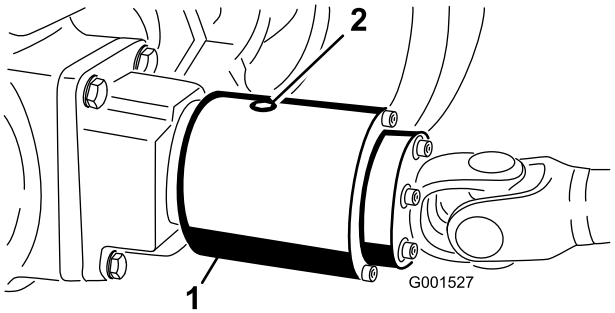

Figuur 65
2. Draai de koppeling (Figuur 65) zodanig dat de controleplug op 4 uur staat.